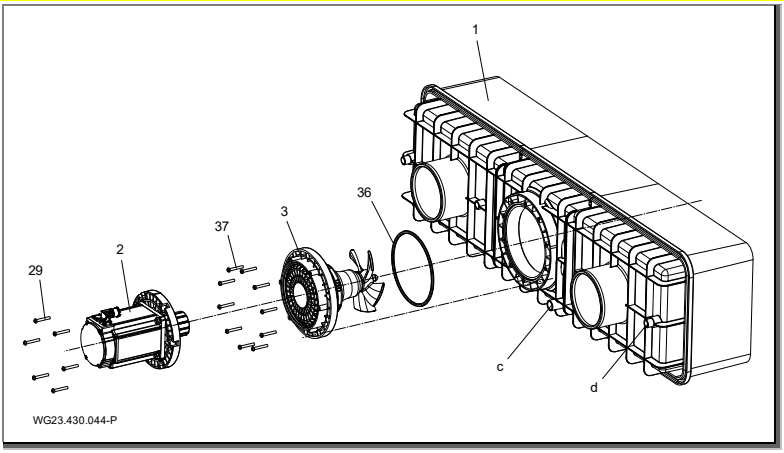

Fig. 15
1. Dégraisser la tubulure de raccordement (d, (Fig. 15)) sur le boîtier en plastique (1) et la douille de raccordement de la gaine de protection des câbles (12) avec un nettoyant pour PVC-U / ABS.